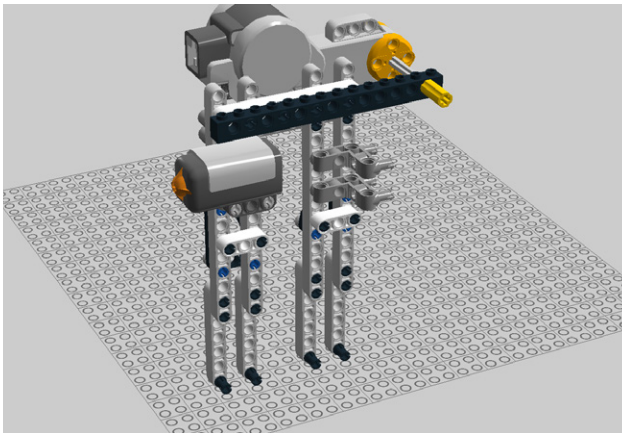

Figure 5-42. *Step 35: The finished left wall*
35. The left wall is done! It should look like Figure 5-42.